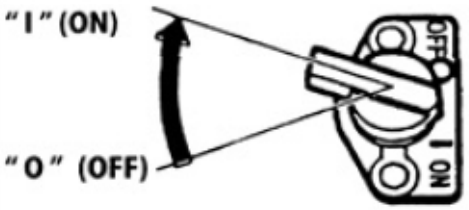

Rys. 3
1. Przekręcić wyłącznik zgodnie z ruchem wskazówek zegara do pozycji „I” (ON). (Rys. 3)